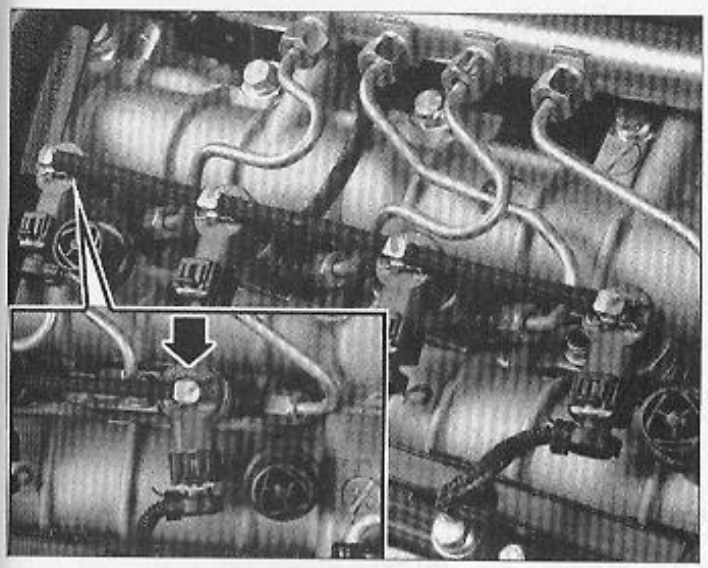

FIG. 33
Moteurs 1.9 JTDm "150" et 2.4 JTDm : Si l'un des injecteurs est échangé par un neuf, il sera nécessaire de programmer le code "iMA" (10) (Fig.33) dans le calculateur de gestion moteur à l'aide de l'appareil de diagnostic. Ce code correspond à des corrections pour uniformiser les quantités de carburant injectées.